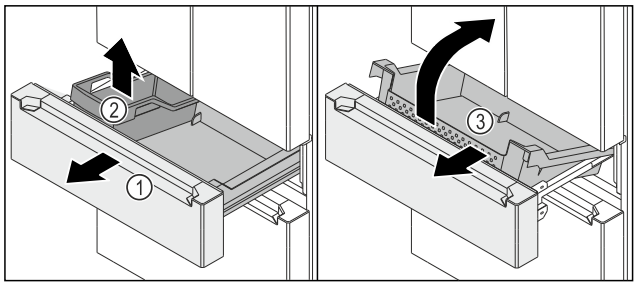

*Fig. 149*
▶ Extraiga el carro extraíble *Fig. 149 (1)* hasta el tope.
▶ Retire el FlexBox *Fig. 149 (2)*.
▶ Levante el contenedor *Fig. 149 (3)* por la parte delantera.
▶ Retire el contenedor *Fig. 149 (3)* en diagonal hacia delante.